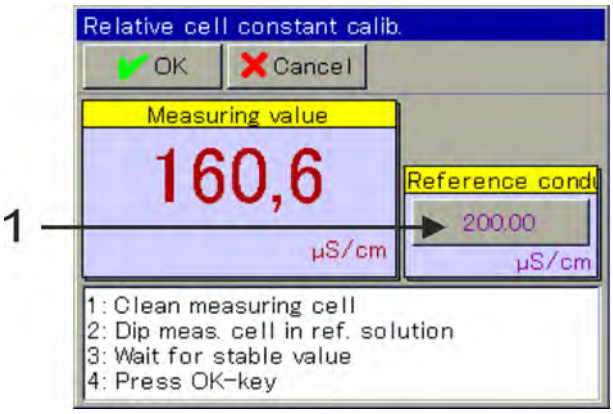

Fig. 67: To change the reference conductivity, push the button (item 1)
If necessary, adjust the value for the reference conductivity (see Fig. 67 , item 1) to the selected simulation value of the calibration box (2, 20, 200 mS/cm).
Wait for a stable measured value display and confirm the result of the measurement with "OK". (See Fig. 67 .)